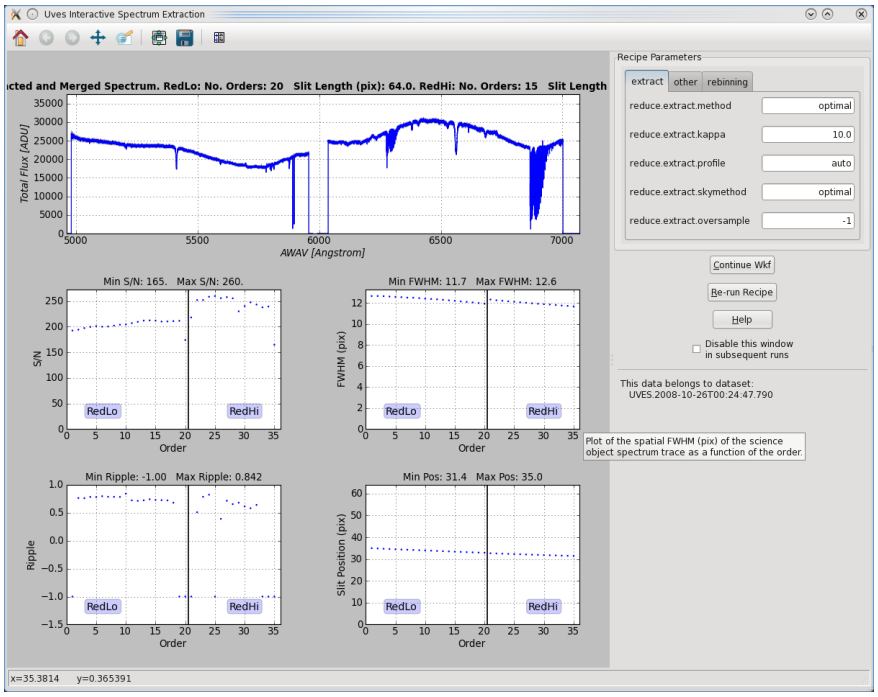

Figure 7.5: *The interactive window for the* `Spectrum Extraction` *actor for the first DataSet in the data supplied with* `Reflex 2.11.5`.
15. `Spectrum Extraction:` In Figure 7.5, we show the interactive window associated with the `Spectrum Extraction` actor, which executes the UVES pipeline recipe `uves_obs_scired`. This pipeline recipe performs the extraction of the science object spectrum using optimal extraction (Horne 1986), automatically selecting an analytical spatial profile (Gaussian or Moffat) in the case of low S/N spectra (S/N $<$ 10) or an oversampled empirical spatial profile otherwise, and automatically determining the degrees of the low-order polynomials involved in the extraction process. The top plot in the interactive window shows the extracted (using optimal extraction) and merged one-dimensional spectrum of the science object (blue) with ±1-sigma uncertainties plotted as the light blue region encompassing the object spectrum (and bounded by the light grey spectra), and the plot below this shows the flux-calibrated version.